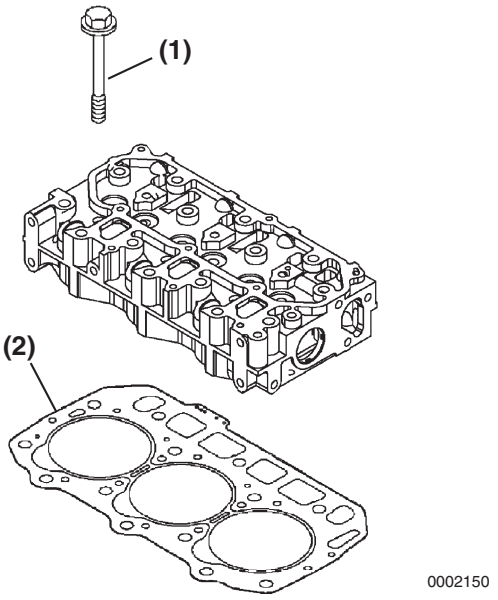

Figure 6-7
2. Remove the cylinder head bolts **(Figure 6-7, (1))**.
3. Lift the cylinder head away from the cylinder block. Discard the cylinder head gasket **(Figure 6-7, (2))**. Position the cylinder head on the work bench to prevent damage to the combustion surface.